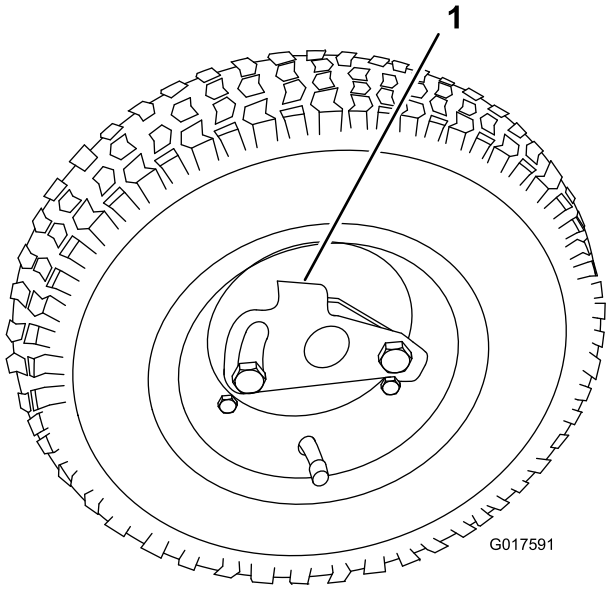

**Figuur 8**
1. Schuif het wiel op de as (Figuur 8).
2. Draai de sluitklem van het wiel weg van het midden van het wiel zodat het wiel verder op de as kan schuiven (Figuur 8).